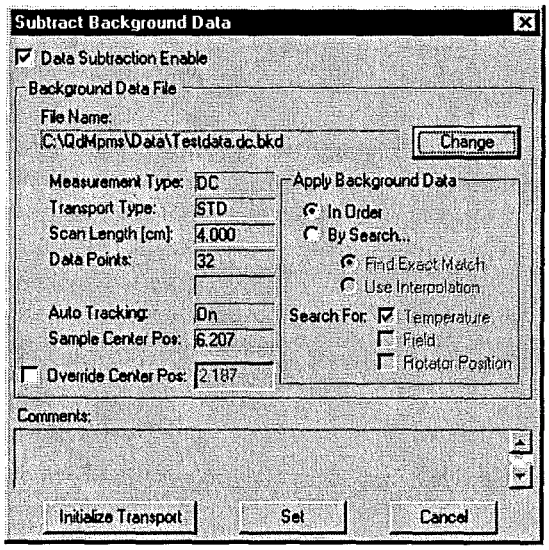

Figure 2-8. **Subtract Background Data** Dialog Box
2. Enable automated background data subtraction by selecting **Measure➢ Subtract Background Data** in MPMS MultiVu, and then enable the **Data Subtraction Enable** check box in the **Subtract Background Data** dialog box (figure 2-8).
3. Select the **Change** button to select the background subtraction data file you want to apply to future measurements. When a valid background subtraction data file is selected, the measurement parameters as well as any comments stored in the file are displayed in the **Subtract Background Data** dialog (figure 2-8).